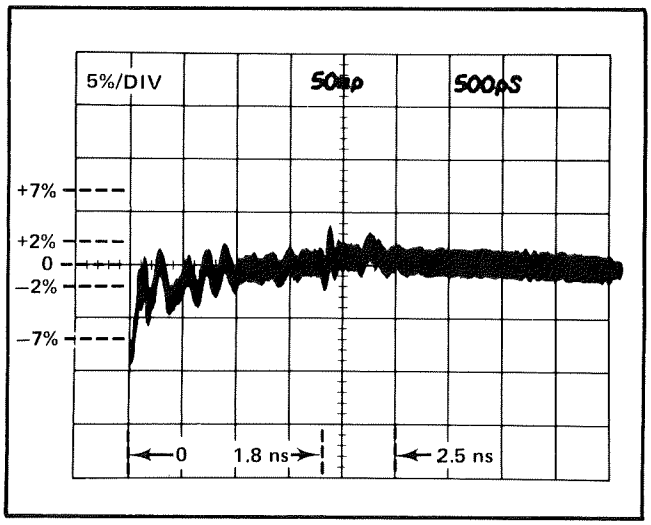

Fig. 5-6. Pulse aberrations of the S-6, S-52 and 7S12 system.
g. Set the Time-Distance Multiplier at X.1 and the Time/Div switch at 500 ps. Adjust the Time-Distance control to position the point which is 2.5 ns from the start of the pulse at the graticule center. See Fig. 5-6.
h. CHECK that the aberrations are within +2%, –2%, total of 4% P-P after 2.5 ns of the pulse edge. See Fig. 5-6.